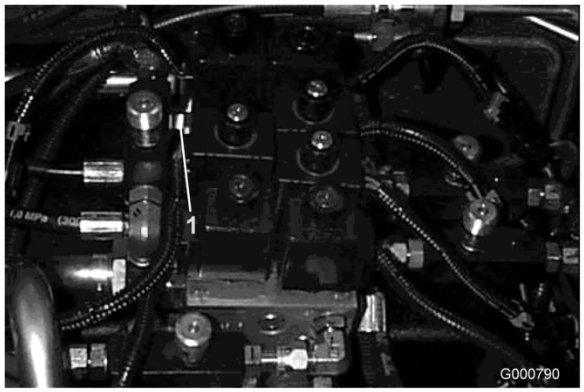
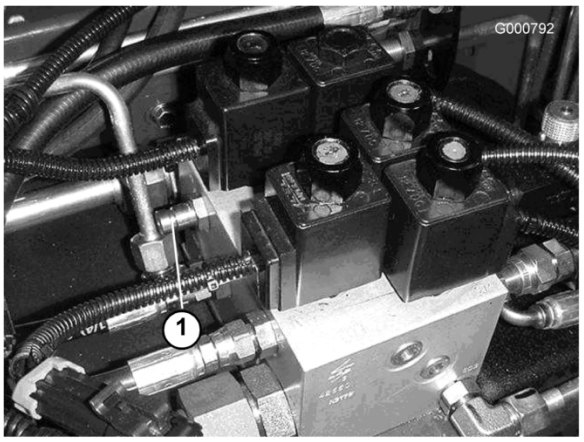

Figur 66
Figur 67
1. Testport A (Figur 66 og Figur 67) benyttes til hjælp ved fejlfinding i løftecylindrenes hydrauliske kredsløb.